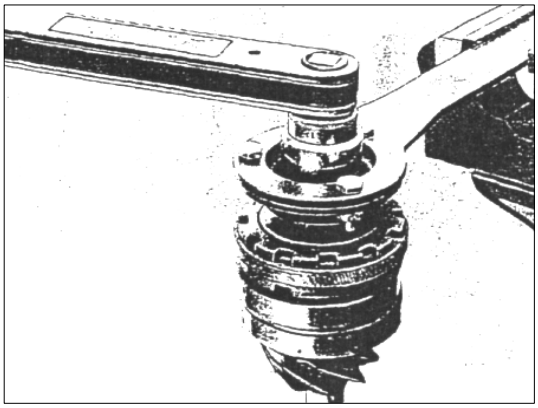

РИС. 322
1) Установите держатель 321 589 0131 на соединительный фланец. Зажмите держатель в тисках и раскрутите гайку с помощью ключа (см. рис.322).